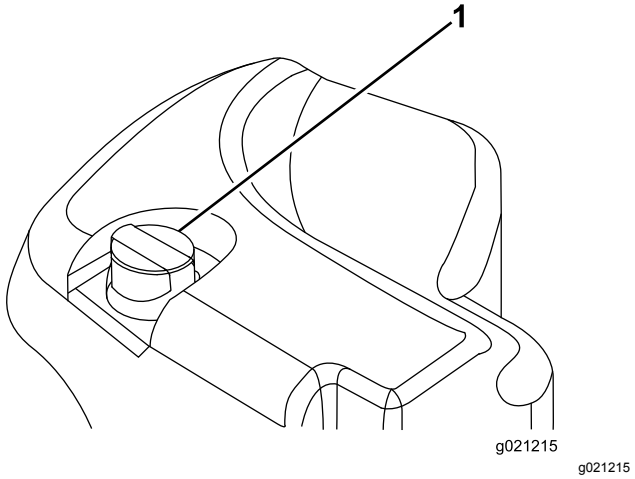

Figur 33
2. Rengjør rundt påfyllingshalsen og lokket på tanken for hydraulisk olje (Figur 33).